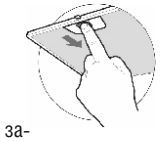

рис. 4
- перед установкой вытяжки снимите алюминиевый фильтр, для этого нажмите на пружинный замок на фильтре и потяните его вниз и на себя (рис. 4);